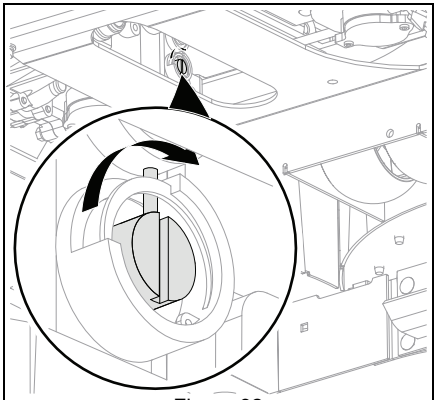

Figure 32
2. From under the unit, turn both transaxle bypass valves one-quarter turn with a flathead screwdriver or similar tool so the slot in the valve is vertical and in the bypass position. See Figure 32.